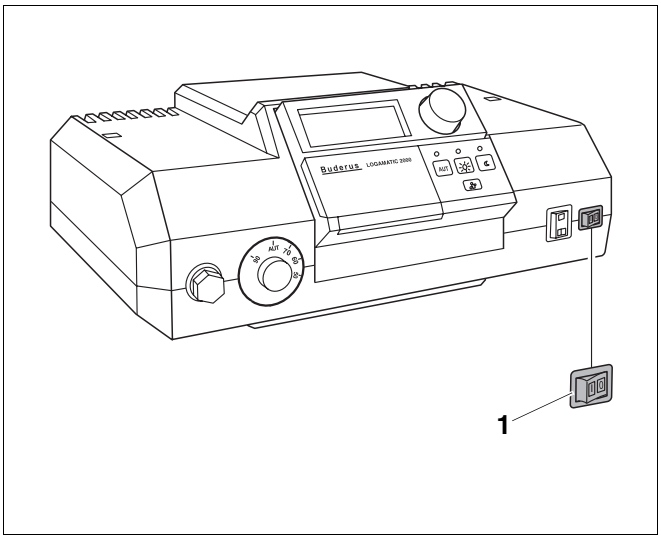
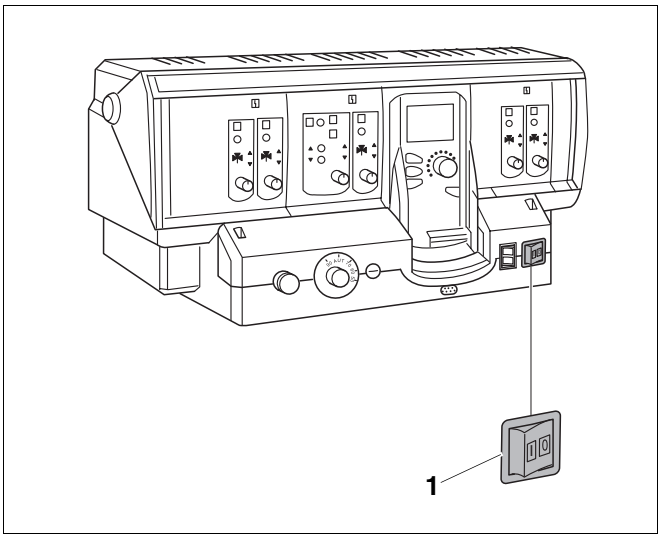

Rys. 35 Sterownik Logamatic 2000
Rys. 36 Sterownik Logamatic 4000
- Ustawić włącznik główny (rys. 35, **poz. 1** i rys. 36, **poz. 1**) w pozycji "0" (wyłączony).